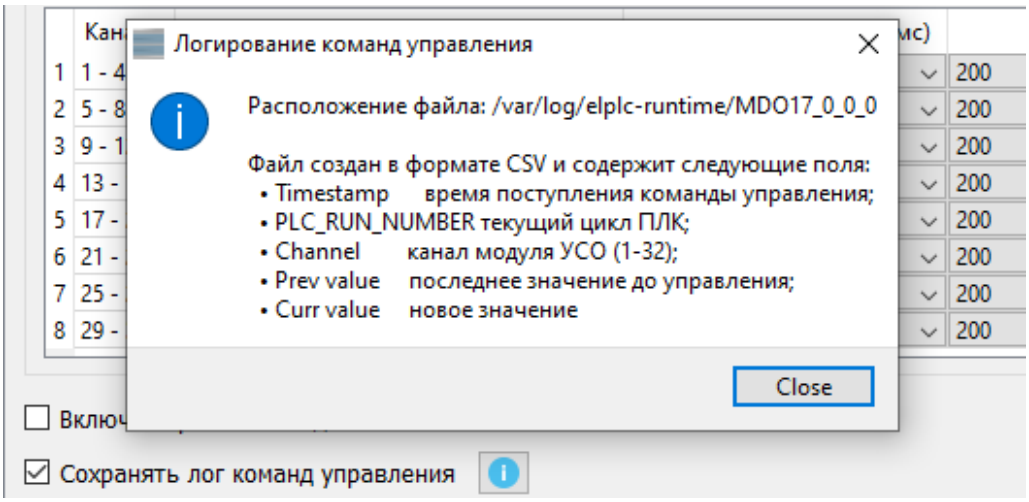

Рисунок 2.9 – Информационное окно пути к протоколу команд управления
– флажок «Сохранять лог команд управления» (рядом расположена информационная кнопка) активирует режим отладки, позволяющий получить дополнительные диагностические сообщения в консоль ПЛК или во внутренний лог-файл, доступный в ОС ***/var/log/elplc-runtime.log***. Также есть возможность активировать функцию сохранения команд управления. В этом случае ПЛК будет вести протокол по выданным командам управления на модуль. Путь к протоколу, а также описание формата CSV файла, доступны в диалоговом окне при нажатии информационной кнопки (см. рисунок 2.9).